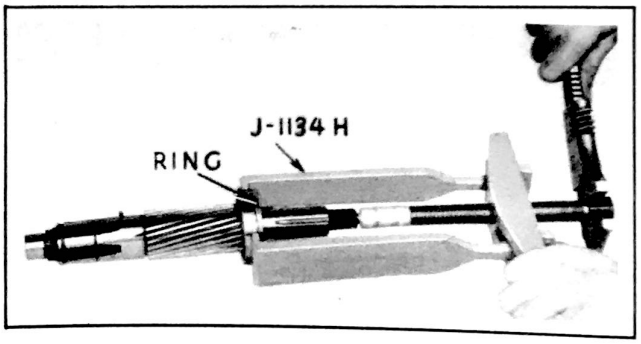

Figure 233 - Pulling off Main Drive Gear Bearing With Tool J-1134-H
36. Engage jaws of Puller J 1134-H over bearing ring and remove bearing (11). See Fig. 233.